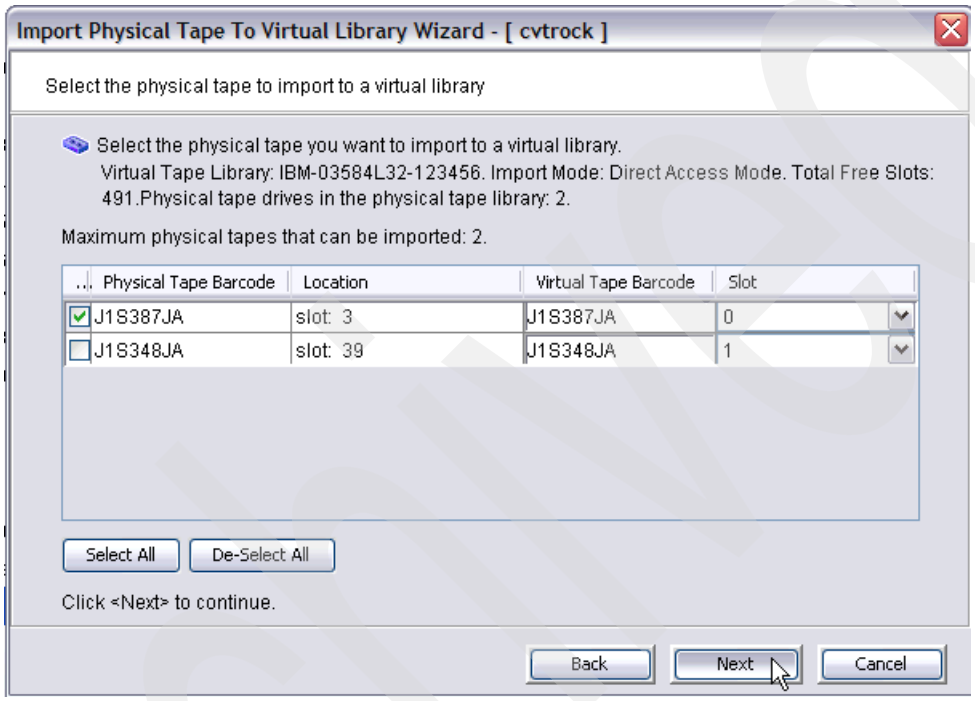

Figure 4-45 Selecting the physical tape to import to a virtual library
3. In the next panel (Figure 4-45), you see the inventory of the physical library. Select one or more cartridges for importing. You may also select the virtual slot into which the virtual cartridge should be imported. We recommend that you do not change the *virtual tape barcode*, unless you need to do so. Without the relation of physical to virtual tape barcode, no further association exists that could be used to identify the relationship between virtual and physical cartridges. The TS7510 does not track any relationship.